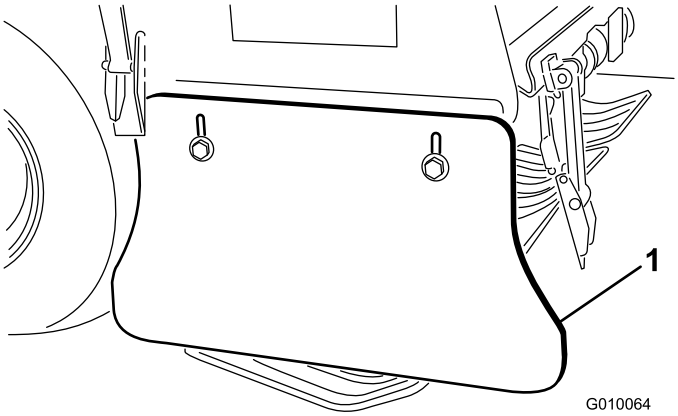

Figura 63
1. Solte as cavilhas e as porcas que fixam o resguardo lateral à estrutura (Figura 63).